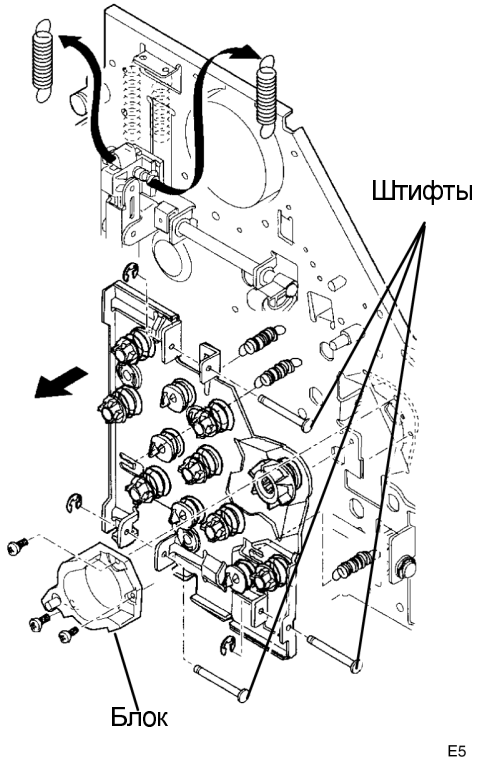

Рисунок 3. Снятие штифтов и блока
5. (Рисунок 3): Снимите 3 штифта и блок.